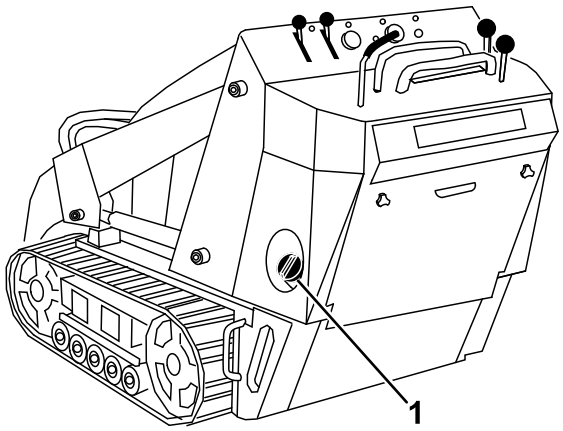

**Figur 14**
3. Gör rent runt tanklocket och ta bort det (Figur 14).